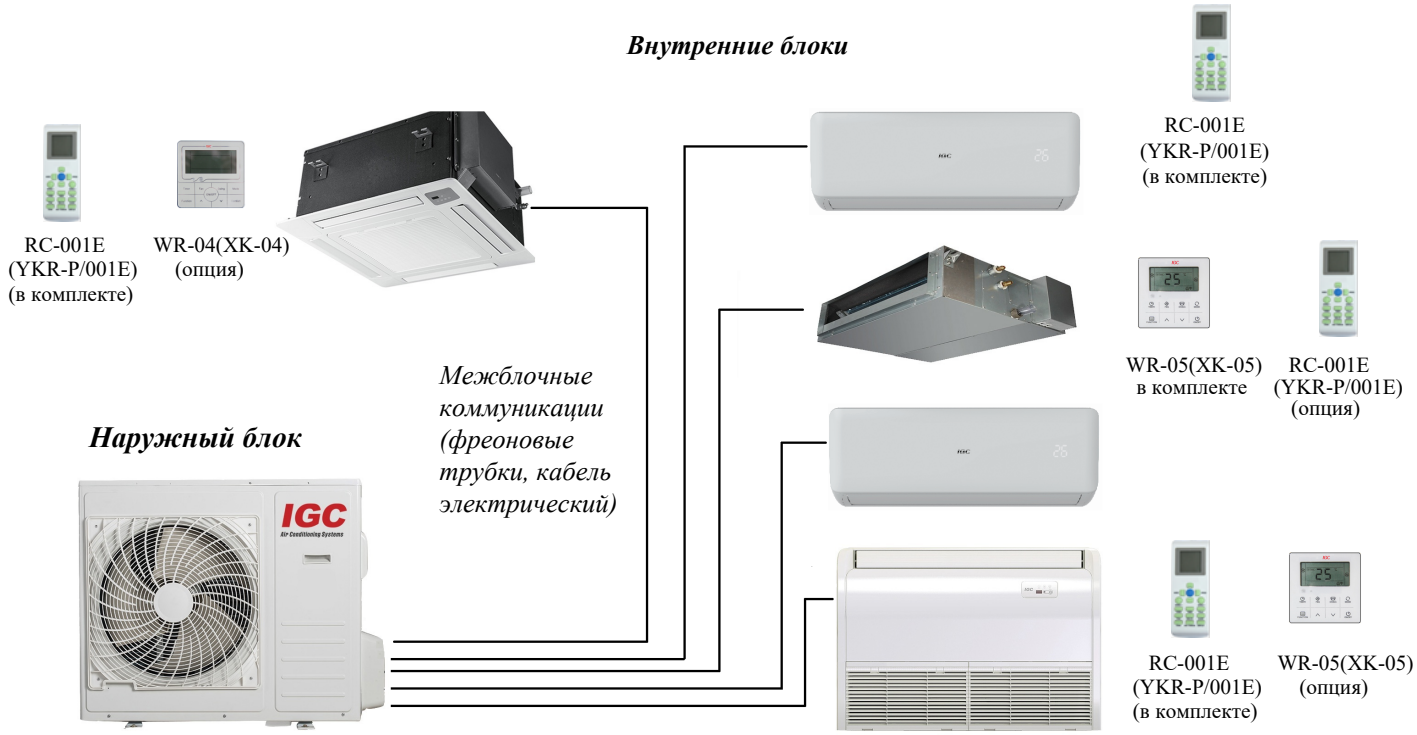

Рис.1- Состав мульти сплит-системы IGC
- В состав мульти сплит-системы входит один наружных блок и от одного до пяти внутренних блоков различного типа: настенного, кассетного, напольно-потолочного и канального (см.рис.1).